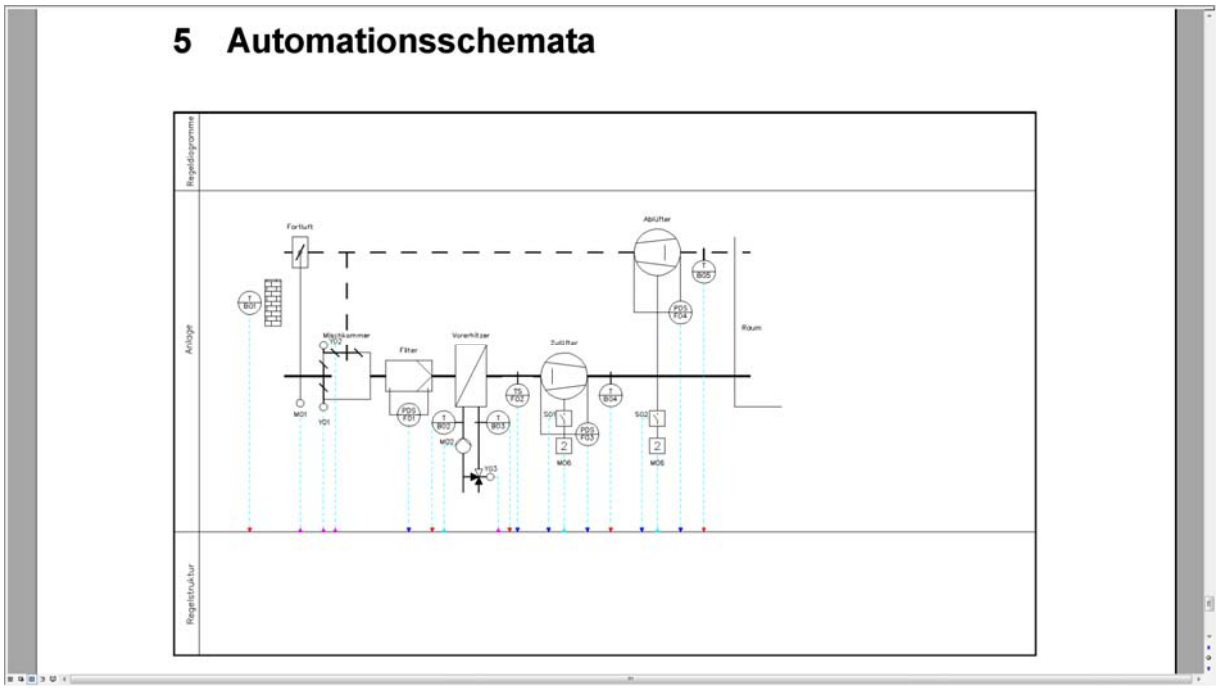

Bild 3.11 – Ergebnis in *Word:* Die Zeichnung ist sauber und lesbar
- Mit der Zeichnungsverwaltung und *Export* wurde dieses Bild dann als WMF gespeichert und in Word eingefügt. Die Zeichnung wirkt nun sauber, alle Beschriftungen sind lesbar, die Kreise rund, der weiße Rand ist verschwunden (Abb. 3.11).